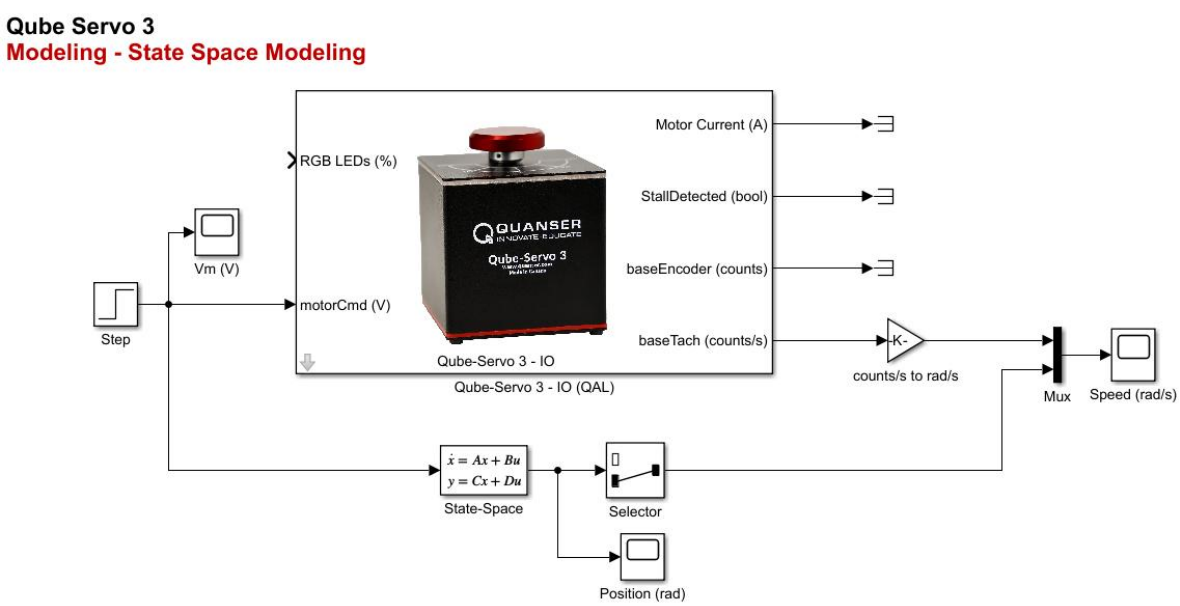

Figure 1: A 1V step input to a Qube-Servo 3 and its state space representation.
In this lab, the goal is to create a state space representation of the DC motor equations of motion. The calculated representation will then be compared to the physical response of the Qube-Servo 3. The Simulink model shown in Figure 1 applies a 5V step to the Qube-Servo 3 and the state space model of the servo. The measured and modeled speed responses are plotted in the same scope for comparison.
1. Open qs3_ss_model.slx as shown in Figure 1 and modify the tachometer gain. The model should apply a 5V step to the Qube-Servo 3 and its state space model. Start from the model in the Filtering Lab if the model was not provided.